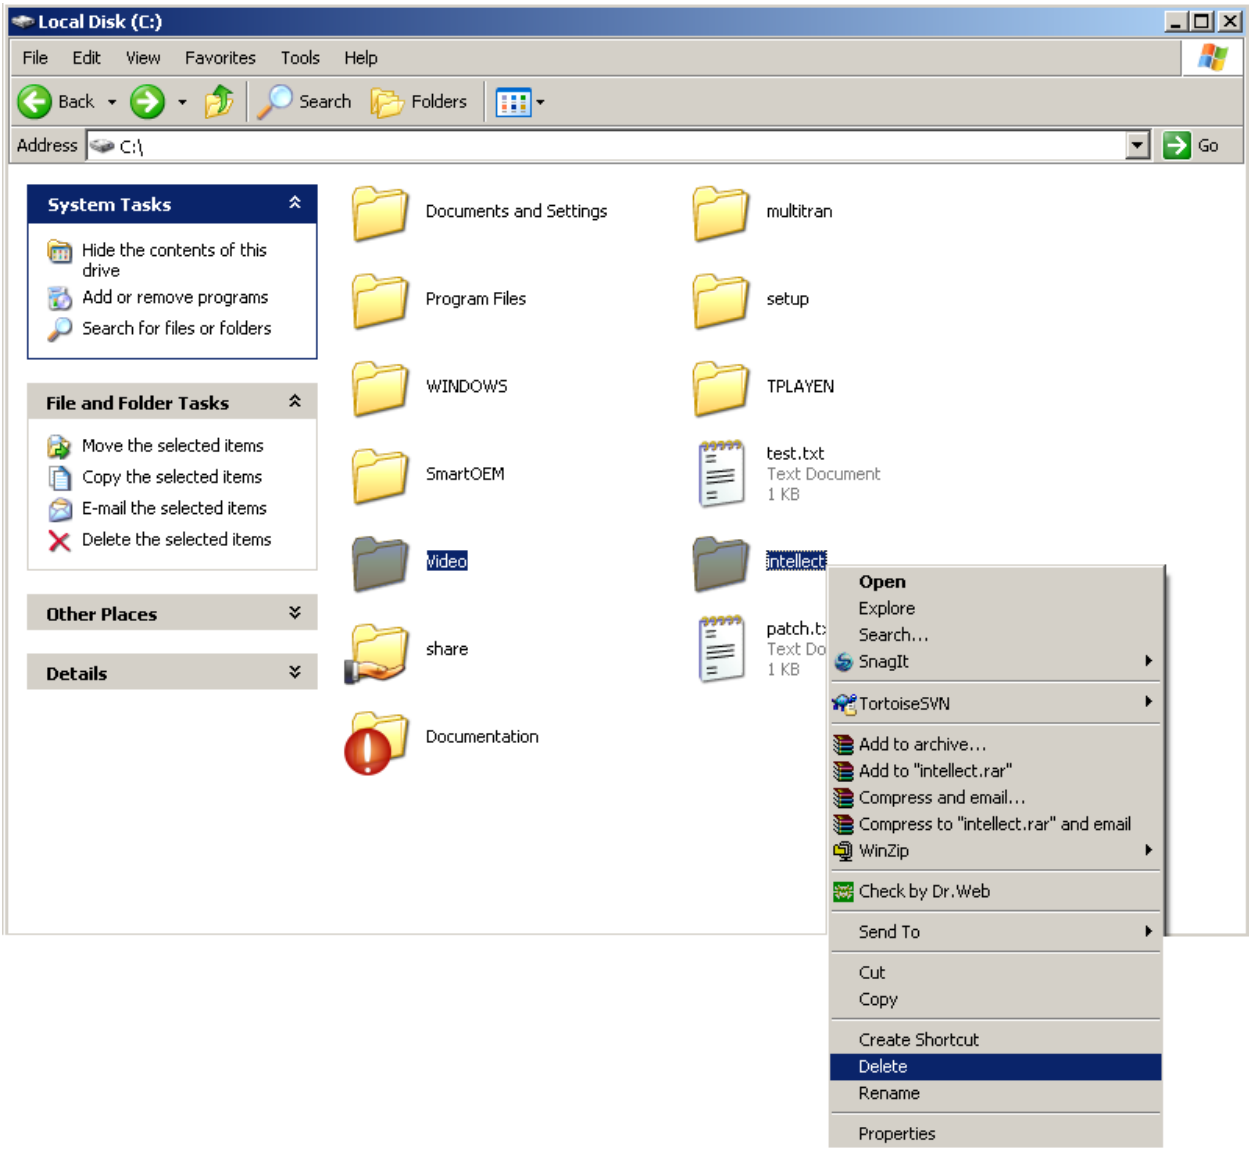

Figure 5.3-5 Deleting the catalogue and video recordings
*Note. For complete deletion of INTELLECT™ software files delete the installation catalogue and all the created Video folders for storing the audio and video recordings manually. Video (*Figure 5.3-5*).*